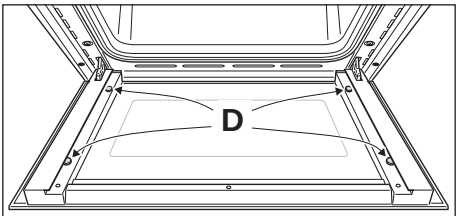

Fig. 8.11a
- Check that the four rubber pads are in place ("**D**" in fig. 8.11a).